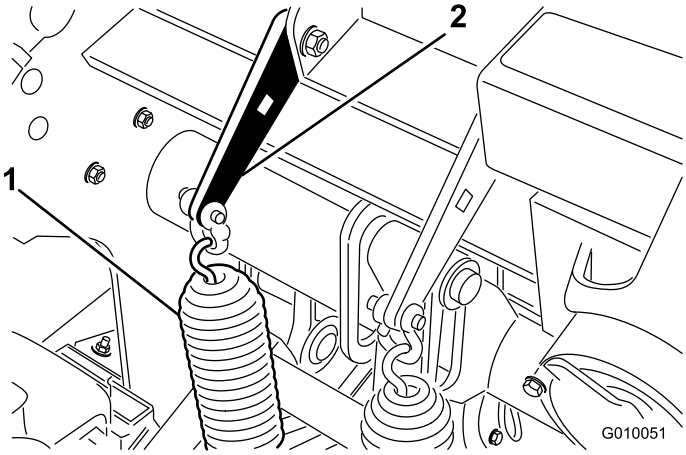

**Rysunek 36**
1. Odkręć nakrętki śrub zamkowych mocujących wsporniki sprężyn do głowicy wgłębnej (Rysunek 36). Nie zdejmuj ich.